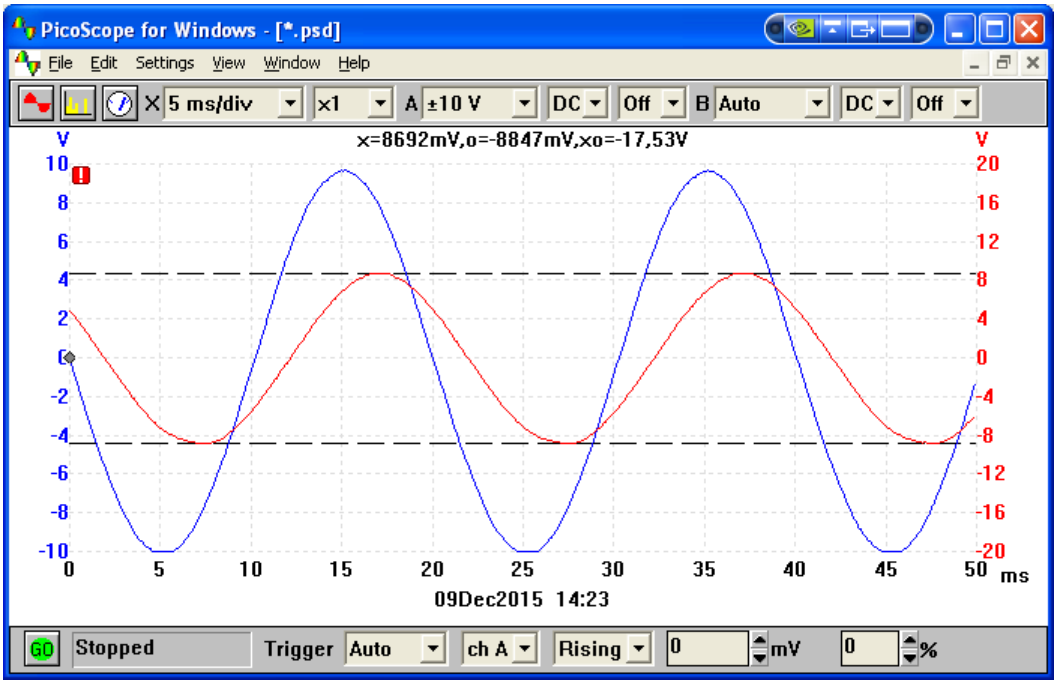

Rys.3 Ustawienia kursorów i odczyt max i min sygnału w kanale B
10. Nacisnąć przycisk ‘STOP’ w lewym dolnym narożniku okna oscylogramu. Następnie umieścić na oscylogramie poziome linie naciskając **prawy** przycisk myszy (rysowanie linii: Dodatek 3). Przesunąć strzałkami linie tak aby przechodziły przez maksima i minima sygnału na wyjściu obiektu – rys.3.